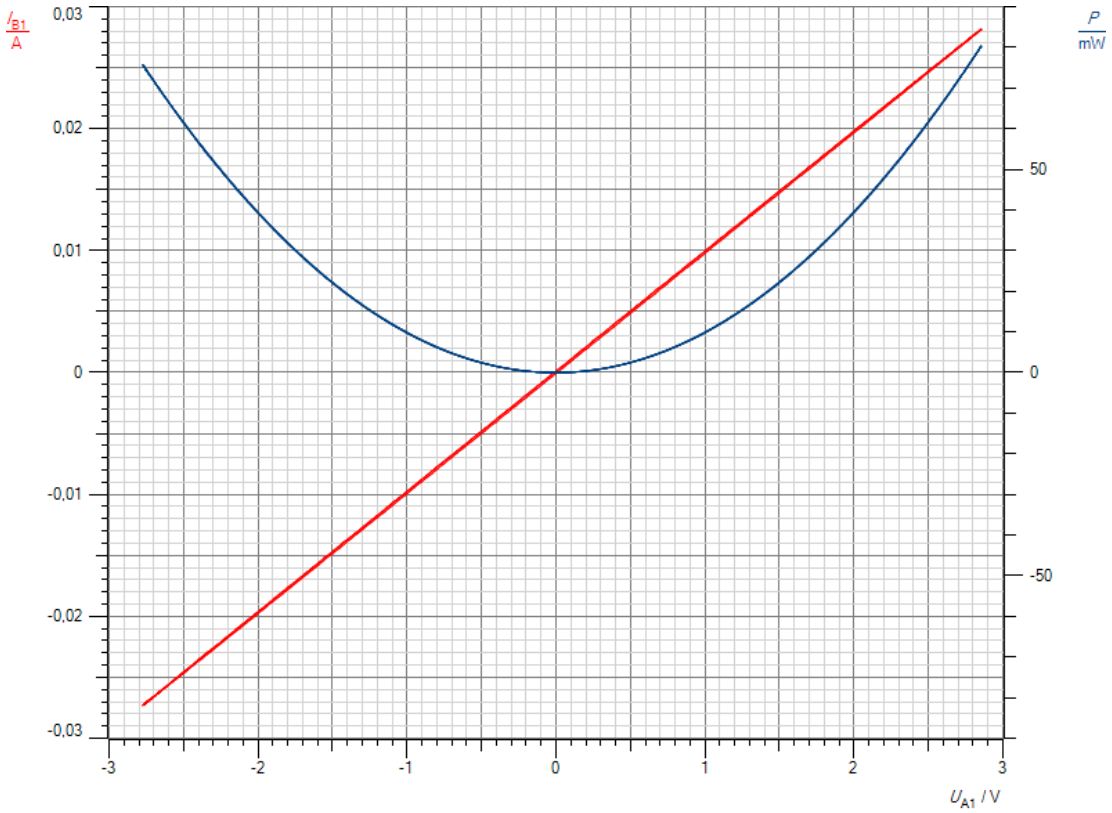

Abb.2: I(U) und P(U)-Diagramm für einen Ohmschen Widerstand
d. Abb.2 zeigt das I(U)- und das P(U)-Diagramm. U und I sind in Phase, da sich eine exakte Gerade ergibt. Außerdem erkennt man deutlich die parabelförmige Abhängigkeit der Leistung P von der Spannung U. Die Geradenauswertung des I(U)-Diagramms liefert die Steigung